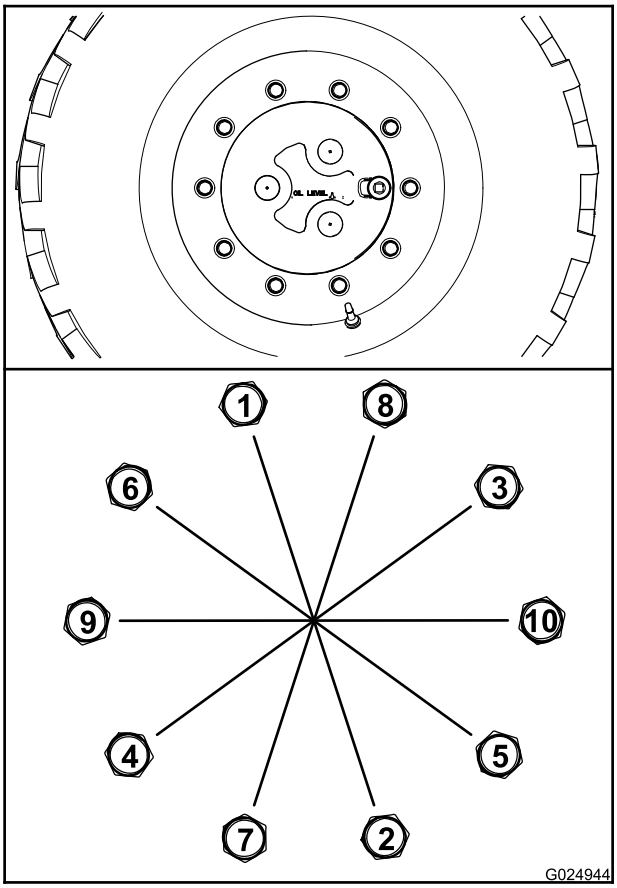

Figure 82
A. Serrez tous les écrous de roue à 100 N·m (75 pi-lb) dans l'ordre indiqué à la Figure 82.
B. Serrez tous les écrous à 200 N·m (150 pi-lb) dans l'ordre indiqué à la Figure 82.
C. Serrez tous les écrous à 300 N·m (225 pi-lb) dans l'ordre indiqué à la Figure 82.